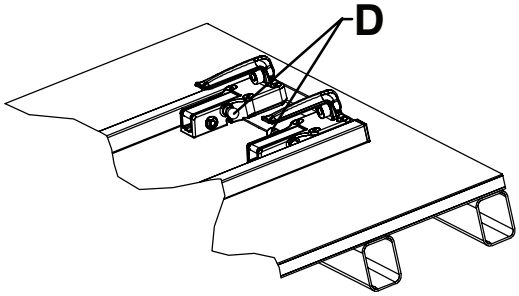

Abbildung 11 – Ordnungsgemäße Ausrichtung der Haken am Kopfende – Ansicht 4C
- Die roten Freigabeknöpfe müssen in Richtung Mitte des Befestigers ausgerichtet werden (Abbildung 11).